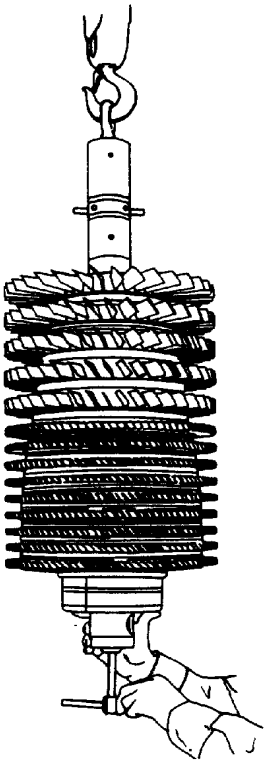

Figure 18. Removing Rear Bearing and Labyrinth Seal using 6797708 Puller.
f. Install 6796540 lifting adapter on 6796833–201 adapter assembly and install adapters on the front of compressor rotor shaft and attach hoist. (See figure 18.)
e. With the compressor rotor attached to the hoist, install 6797708 puller and remove the rear bearing and labyrinth seal members from the rotor. (See figure 18.)